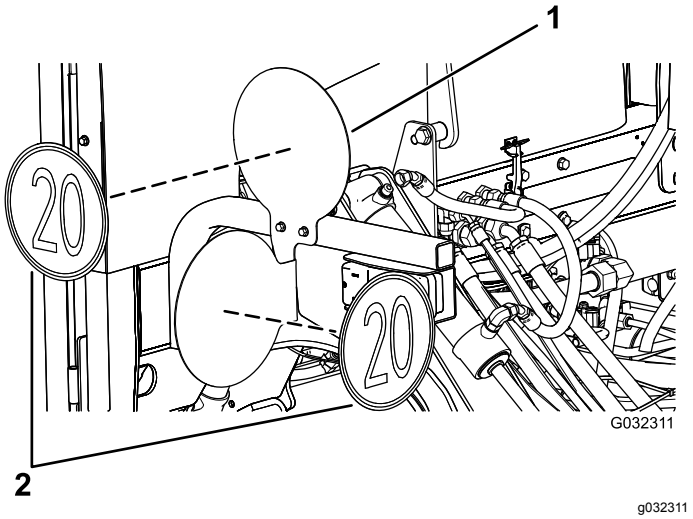

Figura 36
3. Aplique os autocolantes na superfície virada para o exterior das placas (Figura 36).